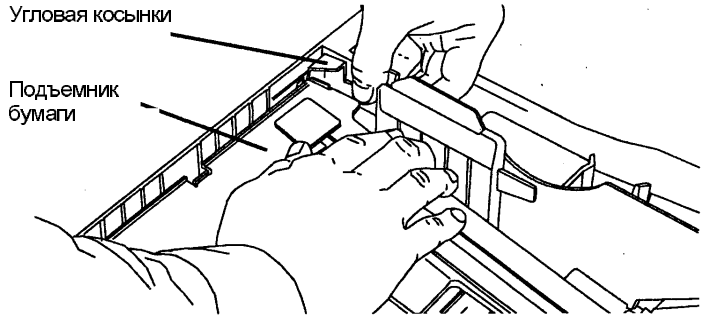

Рис. 1. Подготовка к проверке боковых направляющих
1. Подготовьтесь проверить положение боковых направляющих лотка 1 / лотка 2 (Рис. 1).